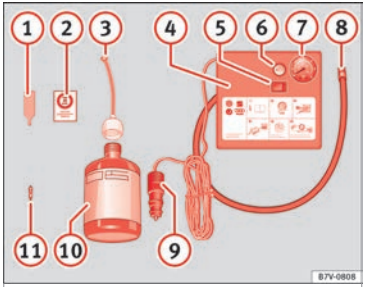

Afb. 102 Standaardweergave: inhoud van de bandenafdichtset.
De bandenafdichtset zit in de bagageruimte onder de vloerbekleding. Het bevat de volgende componenten ››› **afb. 102**:
Draai de pompslang weer ››› afb. 102 (8) vast en controleer de bandendruk op de manometer (7).